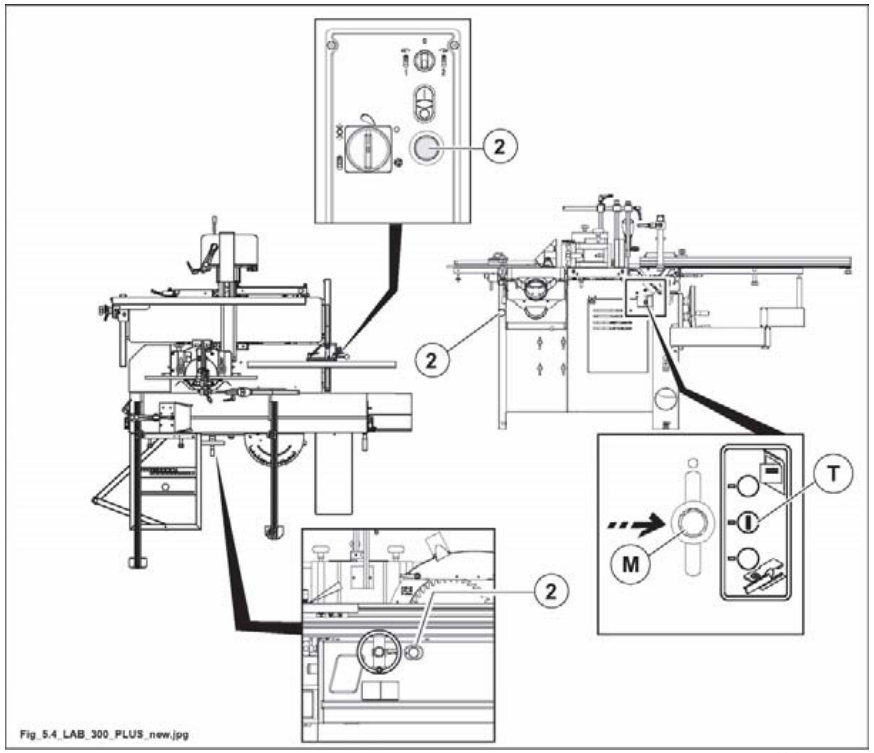

Abb. 5.4
- Der Hebel (M Abb. 5.4) in Übereinstimung mit der auf dem Schild (T Abb. 5.4) vorhandenen grünen Scheibe positioniert ist.
- Die Not-Austasten (2 Abb. 5.4) in richtiger Stellung sind (eventuell freigeben).